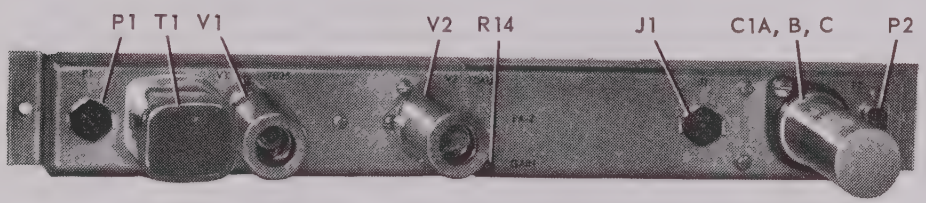

Fig. 4-8A Model PA-2 Preamplifier, Top View
b. PA-2 Preamplifier. (refer to figures 4-8A, 4-8B, and drawing 31157)